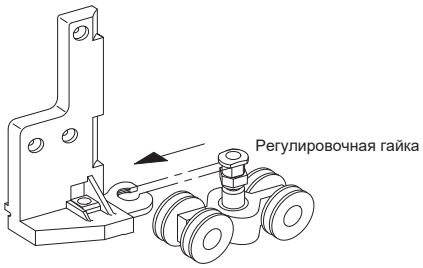
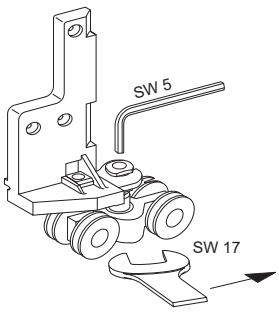

Рис.1 Регулировочную гайку установить в нужное положение и завести тележку.
Рис.2 Палец L зафиксировать гаечным ключом SW5 и затянуть зажимную гайку рожковым ключом SW17.
Тележки (7) заведите в опорную пластину угловой опоры (8) и угловой опоры (15). Для этого переведите регулировочную гайку в нужное положение, см.рис.1. Палец L тележек (7) зафиксировать гаечным ключом SW5 и затянуть зажимную гайку рожковым ключом SW17, см.рис.2.